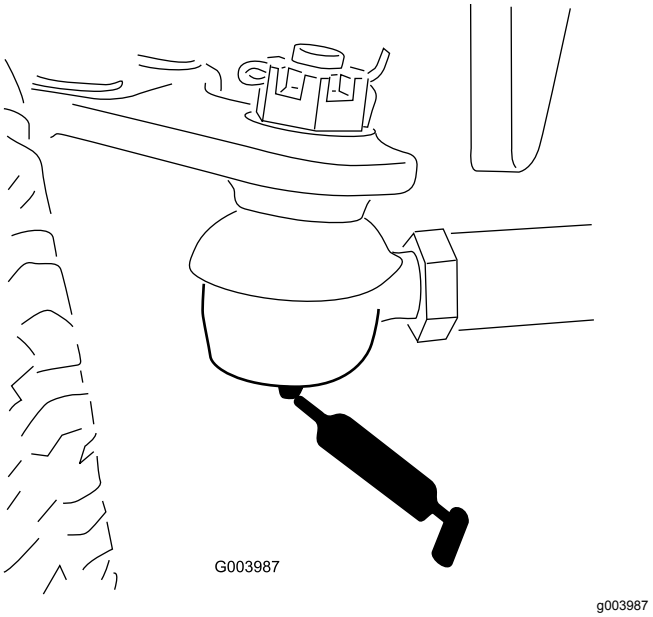

**Figur 80**
- Bakakselens parallellstag (2) (Figur 80)